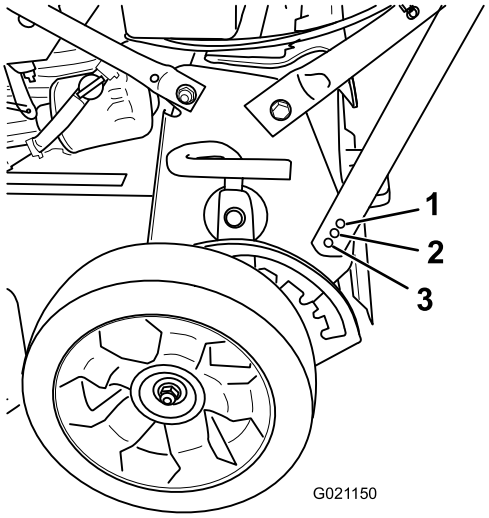

Figura 6
2. Togliete il bullone della stegola e inseritelo in 1 dei 3 fori situati sulla parte inferiore della staffa della stegola (Figura 6).